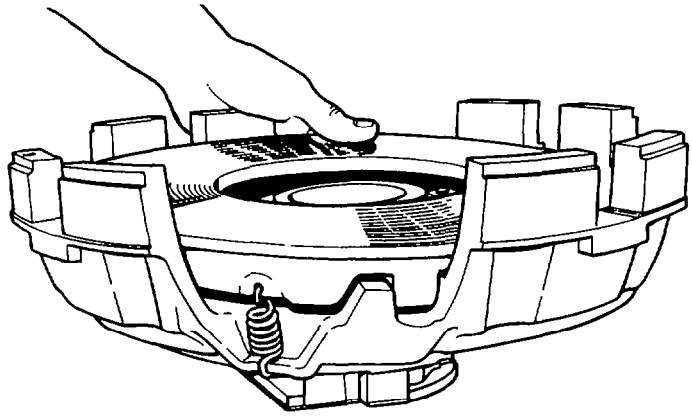

Fig. 160 — Pressure Plate Return Springs
c. Invert the assembly so that the pressure plate is uppermost; unhook the return springs from the clutch housing (see fig. 160).